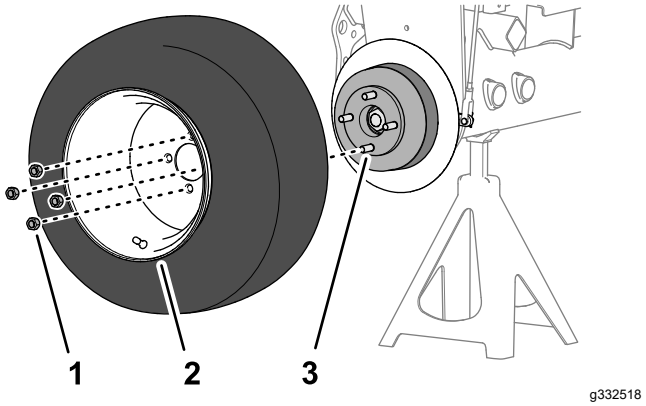

Figur 75
1. Montera hjulet på navet med de fyra hjulmuttrarna (Figur 75) och dra åt hjulmuttrarna för hand.